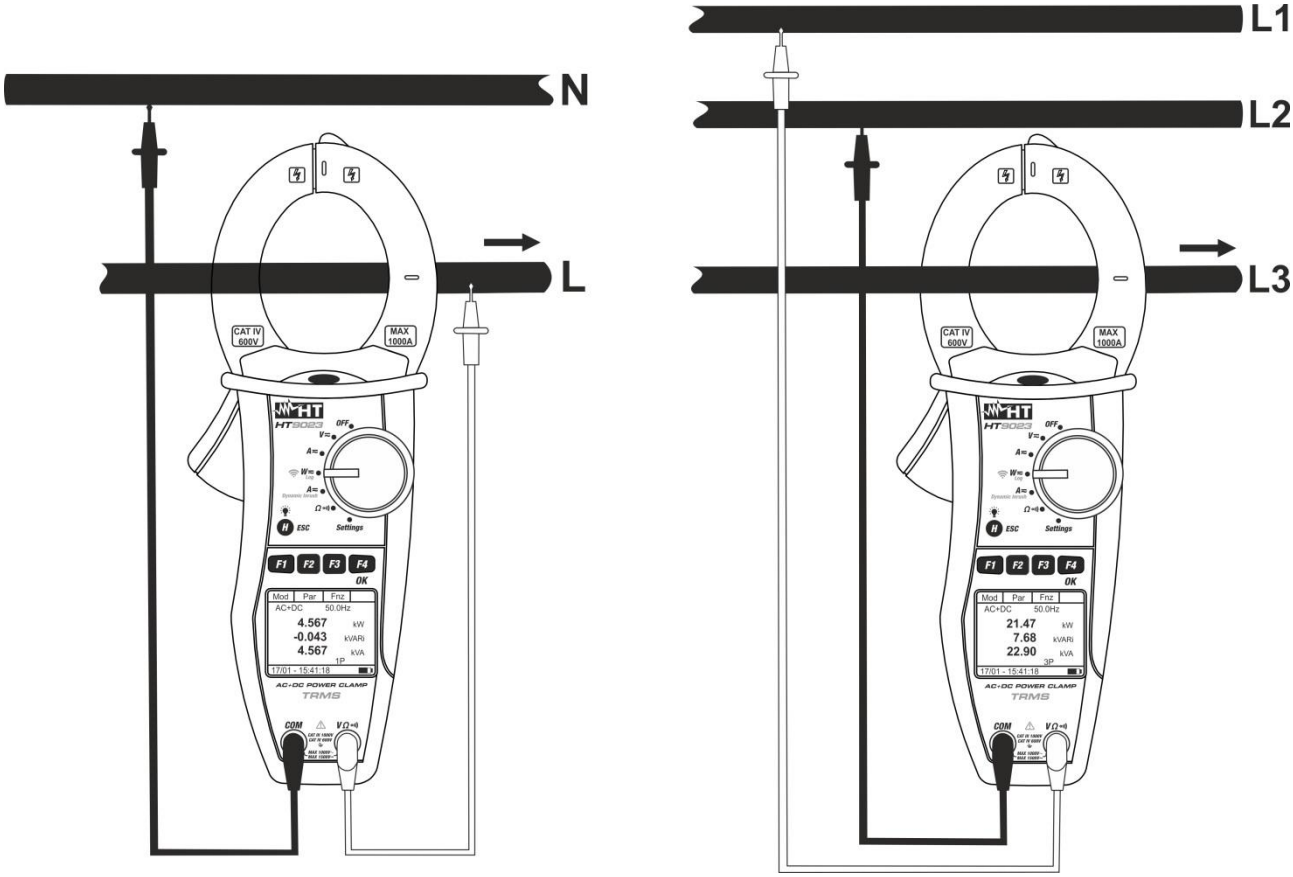

Fig. 13: Med. de potências CA/CA+CC em sistemas Monofásicos e Trifásicos equilibrados
6. Inserir o cabo vermelho no terminal de entrada **VΩ•))** e o cabo preto no terminal de entrada **COM** e efetuar as ligações no instrumento conforme o indicado na Fig. 13 em função do tipo de medição. Inserir o cabo no interior do toróide respeitando a direção da corrente indicada pela seta e no centro do mesmo para obter medições precisas. Utilizar as marcas existentes como referência (ver Fig. 2)